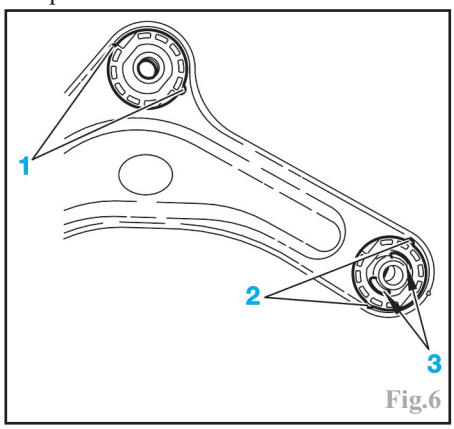

Fig.6
Pour le remplacement des paliers, utiliser de préférence des mandrins de diamètres appropriés (outils **Citroën 4703-T1**, **T2**, **T3, T4** et **T5**) en veillant, à la fois, à respecter la position initiale des paliers élastiques et à bien orienter leur bossage (1) et (2) (Fig.6).